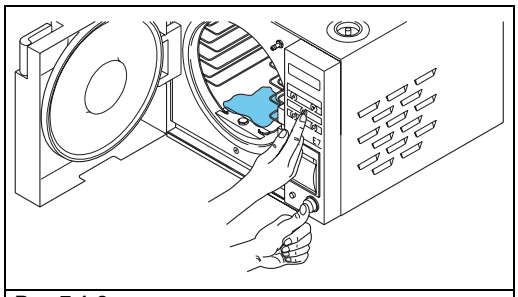

Рис.7.1-2
N.B.: нажмите кнопку **CHARGE** при выключенном автоклаве и открытой двери и удерживайте ее нажатой, затем включите автоклав, нажав на кнопку **POWER (Рис. 7.1-2),** для того, чтобы заработал насос, качающий воду. Отпустите кнопку **CHARGE** и следите за поступлением воды в камеру. Эта функция служит для проверки работы водяного насоса. Убедитесь, что вода поступает в стерилизационную камеру в достаточном количестве.